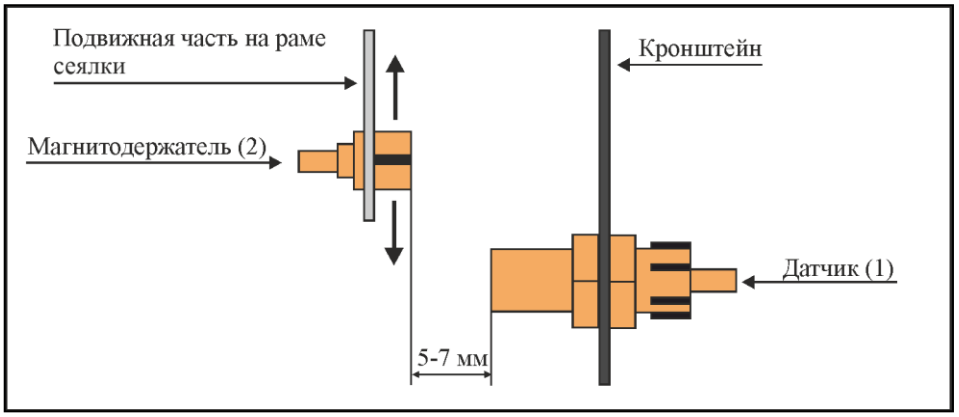

Рисунок 40 – Датчик положения рамы системы контроля высева
Магнитодержатель (2) устанавливается на подвижный элемент рамы сошников. Зазор между магнитодержателем и датчиком должен быть 5 – 7 мм, рис. 40.